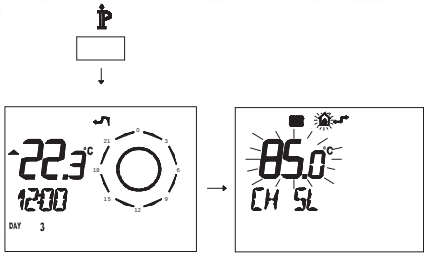

Fig. 7.27
- Press button i for more than 3 seconds to enter in INFO mode (Fig. 7.27).